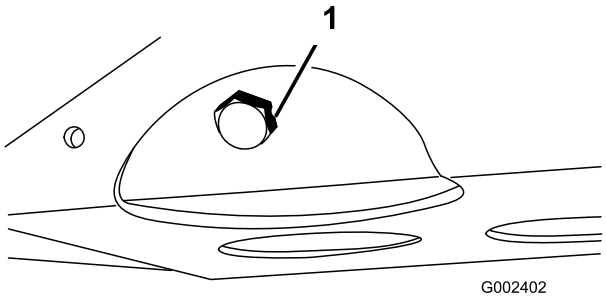

Figura 47
2. Retire o tampão de escoamento () e deixe o óleo escorrer para um recipiente adequado (Figura 47). Quando o óleo parar, volte a montar o tampão de escoamento.